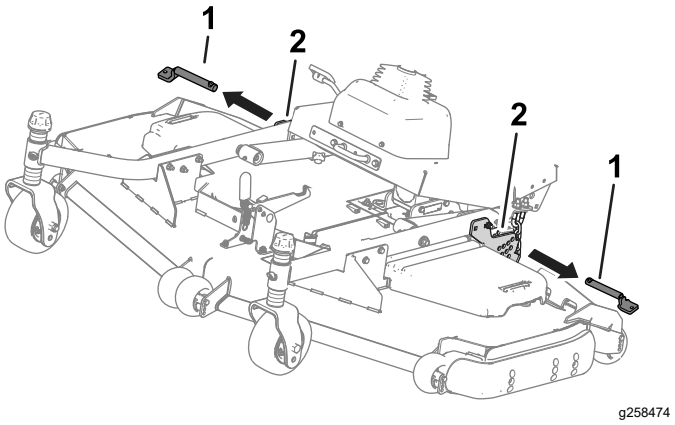

Figur 35
4. Fjern stifterne fra klippehøjdepladerne (Figur 35).